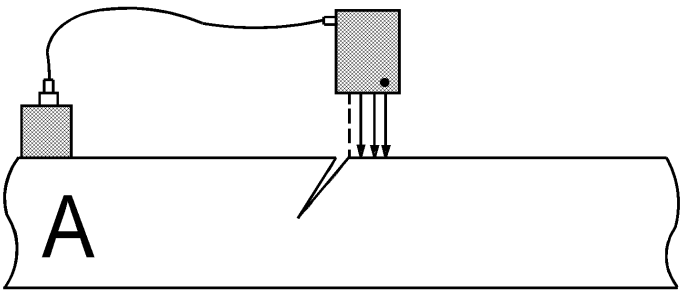

Abbildung 9: Messanordnung A für die erste Nullmessung
- Stellen Sie eine Messanordnung A (Abbildung 9) her. Alle Kontaktpole befinden sich auf der dem Haftmagneten gegenüberliegenden Seite des Risses. Der aktive Strompol (gekennzeichnet durch einen Punkt auf der Sonde) befindet sich außen. Der gegenüberliegende äußere Strompol der Sonde ist durch Anstecken des externen Strompols abgeschaltet. Der innere Kontaktpol befindet sich möglichst nah am Riss. Alle Kontakte müssen in einem rissfreien Bereich des Werkstücks aufgesetzt werden.